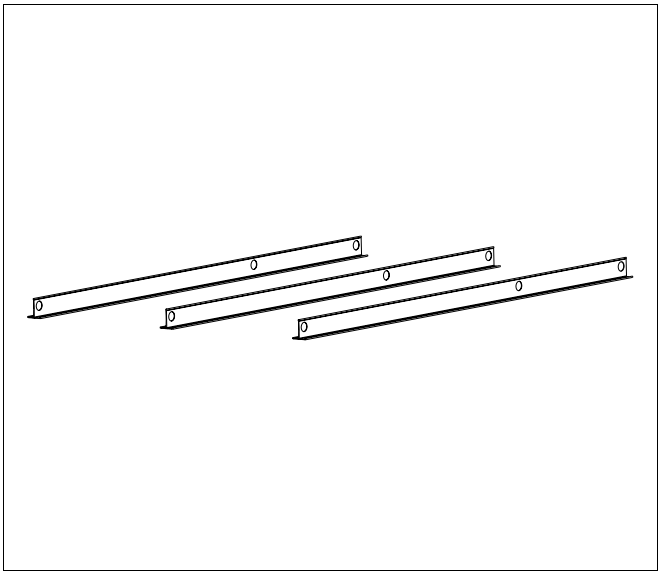

Afb. 28 T-profielen van het basisframe – verticale uitvoering
- Plaats de drie benodigde T-profielen (bij horizontale uitvoering vier T- profielen) voor een collector (afb. 28) op een afstand van ca. 500 mm naast elkaar.